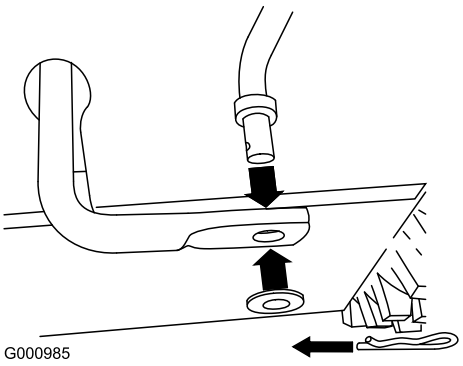

Figura 10
1. Togliete la coppiglia a forcina e la rondella dal lato inferiore dell'asta di comando della velocità ed inserite il lato inferiore dell'asta nel braccio articolato inferiore, in modo che il lato curvo dell'asta di comando della velocità sia rivolto indietro (Figura 10).